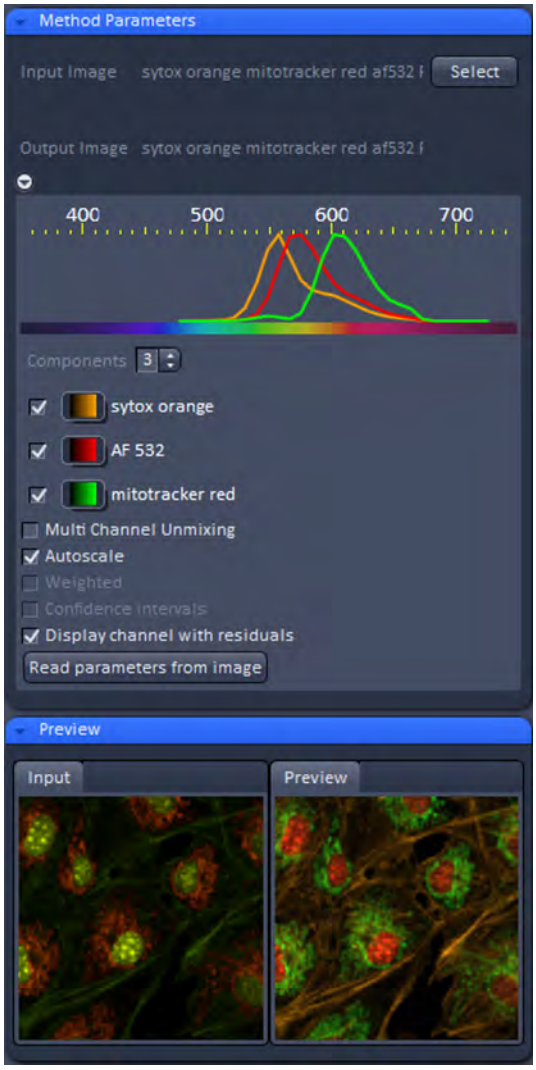

Fig. 410 Linear unmixing panel
- In the **Linear unmixing** panel (Fig. 410), the number of spectrally distinguishable fluorescent components within the imaged sample can be selected from the **Components** selection box. The number of extractable components cannot be higher than the number of acquired channels. The ZEN software is limited to a maximum of 10 components.